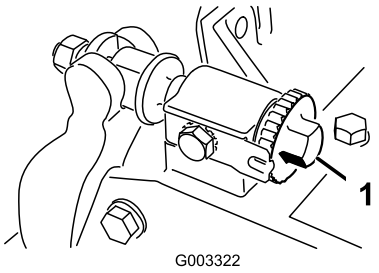
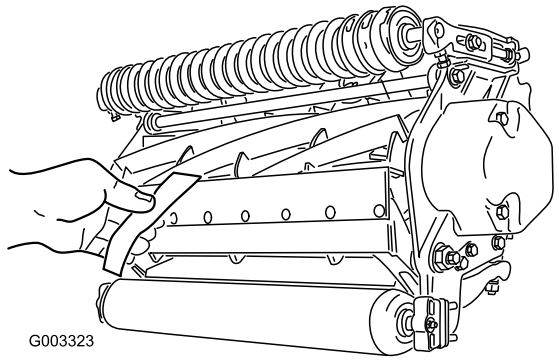

Figur 8
Figur 9
1. Placer maskinen på en flad, plan arbejdsflade. Sørg for, at der ikke er kontakt med knivcylinderen, ved at dreje bundtværstangens justeringsskruer mod uret (Figur 8).
Vigtigt: Sørg for, at møtrikkerne på den bageste del af bundtværstangens justeringsskruer ikke hviler på arbejdsfladen (Figur 8).
3. Indsæt et stykke avispapir mellem knivcylinderen og bundkniven i den ene ende af cylinderen (Figur 9). Drej bundtværstangens justeringsskrue (Figur 8) med uret, mens du langsomt drejer knivcylinderen fremad (i samme ende af cylinderen, ét klik ad gangen, indtil papiret klemmes let, når det sættes ind fra forsiden, parallelt med bundkniven). Der mærkes et let slæb, når der trækkes i papiret.
5. Når justeringen er udført, skal du kontrollere, at knivcylinderen kan klemme papir fast, når det indsættes forfra, og at den kan klippe papir over, når det indsættes i en ret vinkel i forhold til bundkniven (Figur 9). Det bør være muligt at klippe papir over med et minimum af kontakt mellem bundkniven og cylinderknivene. Hvis kontakten/knivcylinderens modstand er for stor, er det enten nødvendigt at baglappe eller slibe klippeenheden igen for at opnå de skarpe kanter, der er nødvendige til præcisionsklipning (se Toro-manualen om slibning af knivcylinderen og rotorplæneklippere, Form No. 80-300PT).